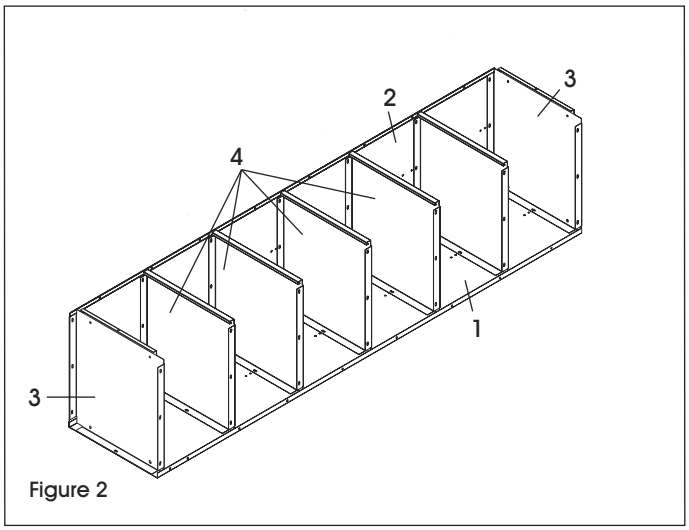

Figure 2
3. Bolt top (3) and bottom (3) to back panel (1) and left panel (2). Bolt shelves (4) to left and back panels, spaced evenly apart. (See Figure 2)